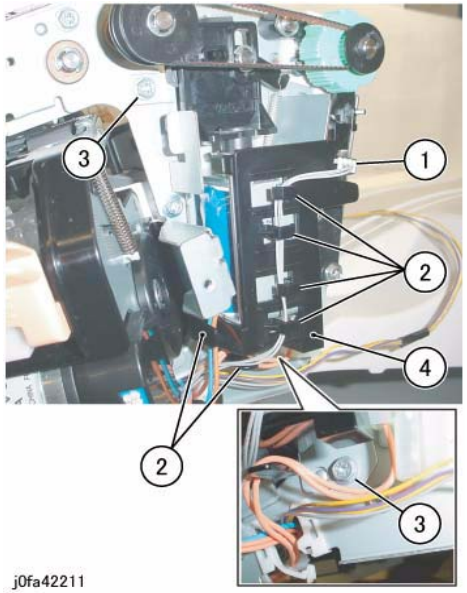

Figure 2 Removing the Sub Paddle Solenoid Assembly
9. Remove the Sub Paddle Solenoid Assembly (Figure 2):